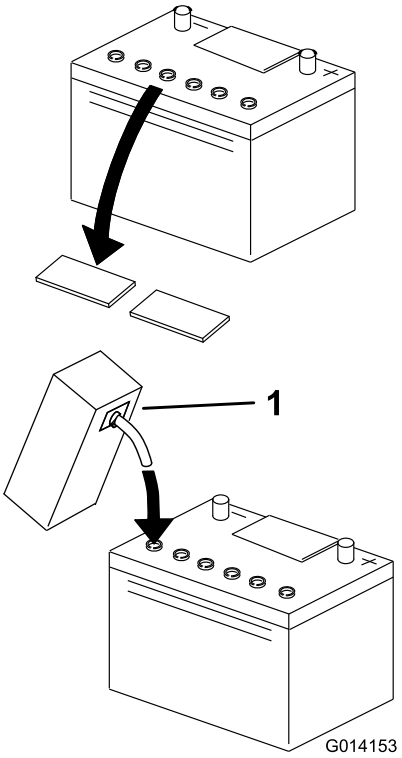

Figur 4
4. Rengør batteriet ovenpå, og fjern ventilationshætterne (Figur 4).
5. Påfyld omhyggeligt hver celle med elektrolyt til det korrekte niveau (Figur 4).
9. Påfyld om nødvendigt hver celle til det korrekte niveau (Figur 4).